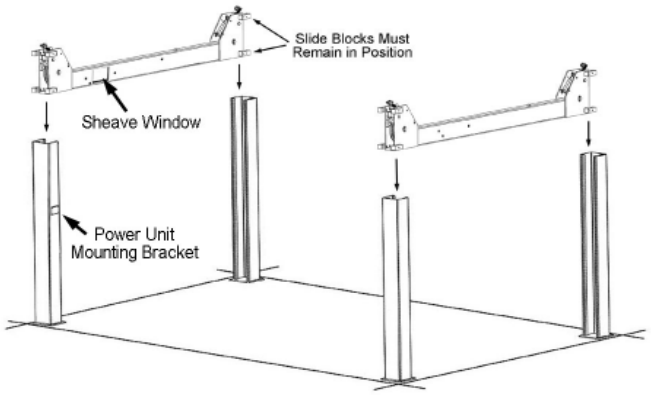

Fig 3.3
3. Using a forklift or crane, raise the Cross Tubes (making sure the Plastic Slide Blocks are still in position) and drop down into the top of the Columns. NOTE: The sheave windows should be positioned inward and adjacent the Power unit Column. (See Fig. 3.3)